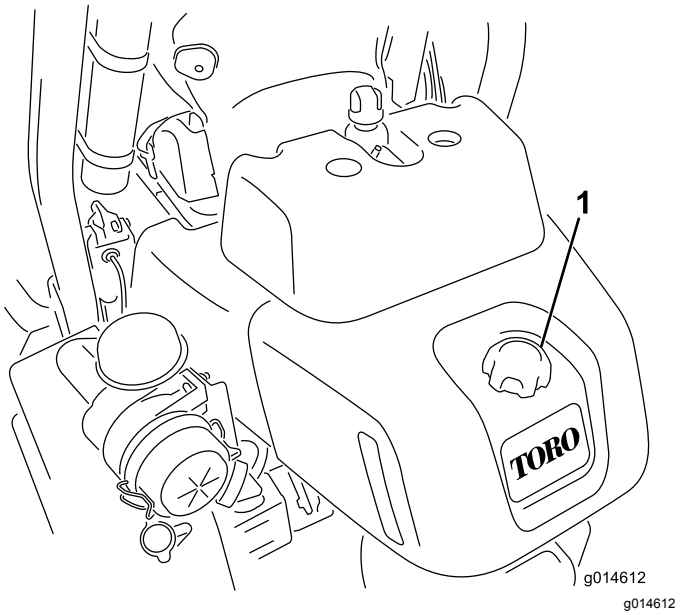

Figur 29
1. Gör rent omkring tanklocket (Figur 29).